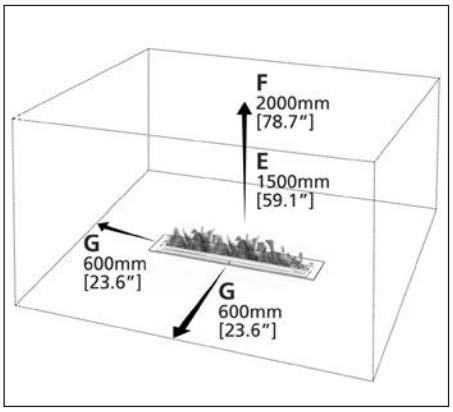

ABB. 4
B. BRENNER PLATZIERUNG „OHNE FIREBOX“ *(ABB. 4)*